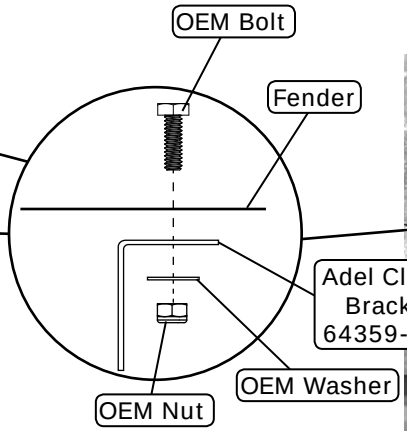

Figure 1
8. Locate the (2) Adel clamp brackets and install them onto the 3rd and 4th holes under the fender using OEM bolts, washers and nuts (See Photos 8, 9, 10, and Figure 1, below).
9. Install (2) #6 Adel clamps and (2) #10 Adel clamps using (2) 10-32 x 1/2" screws and (2) 10-32 nuts with star washers (See Photos 10 and 11, below).